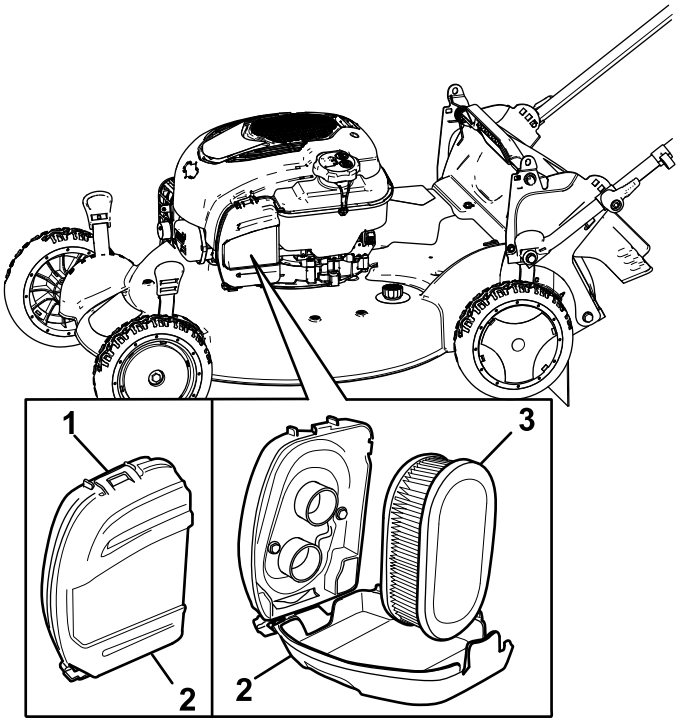

Figuur 32
1. Maak de sluiting bovenaan het luchtfilterdeksel los (Figuur 32).
2. Verwijder het luchtfilter (Figuur 32).